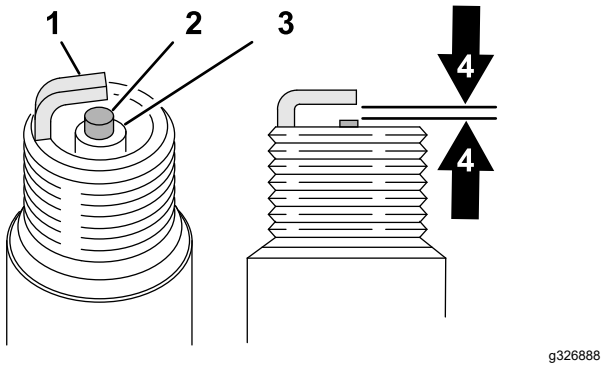

**Figure 30**
4. Vérifiez l'état et l'usure de la bougie (Figure 30).
5. Vérifiez l'écartement des électrodes à l'aide d'un calibre pour fils (Figure 30).